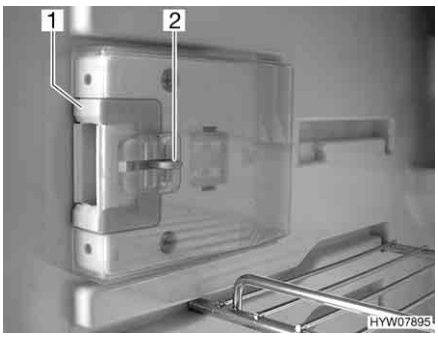
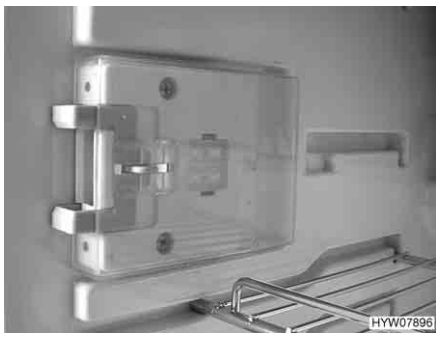

Fig. 150 Locking device in normal position
Fig. 151 Locking device in ventilation position
- Press down the unlocking device (Fig. 150,2).
- Push locking device (Fig. 150,1) forwards (Fig. 151).